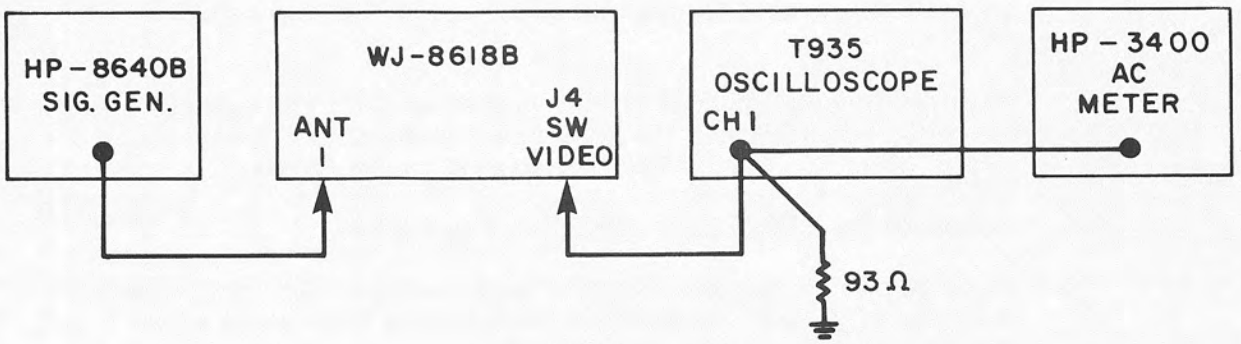

Figure 4-24. SSB BFO Alignment, Equipment Connections
5. Remove the RF millivoltmeter and connect the test equipment as illustrated in **Figure 4-24.**